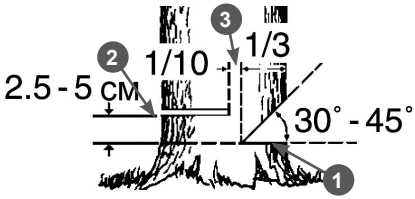

Рис. 10 Расположение запила, пропила и недопила
2. Начните пилить с той стороны дерева, куда оно должно упасть (Рис. 10). Сделайте запил 1 с той стороны, куда должно упасть дерево, глубиной примерно 1/3 диаметра ствола и под углом от 30 до 45 градусов (Рис. 10). В начале пиления первым должен коснуться дерева зубчатый упор. Затем, используя зубчатый упор в качестве точки вращения, вращением электропилы погружайте шину с движущейся цепью в древесину. При спиливании крупных деревьев перестановку упора делают несколько раз.
3. Сделайте основной валочный пропил 2 с противоположной стороны, выше основания запила на 2,5-5 см. Между основным пропилом и запилом должен оставаться недопил 3 равный примерно 1/10 диаметра ствола. Вставьте своевременно клин в пропил. Недопил 3 действует как шарнир и позволяет контролировать падение дерева (Рис. 10).